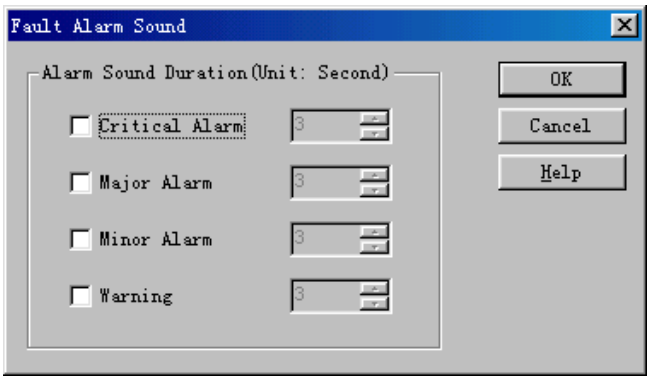

Figure 5-1 Fault Alarm Sound dialog box
1) Select **Management** -> **Fault Alarm Sound** to display the **Fault Alarm Sound** dialog box as shown in Figure 5-1.